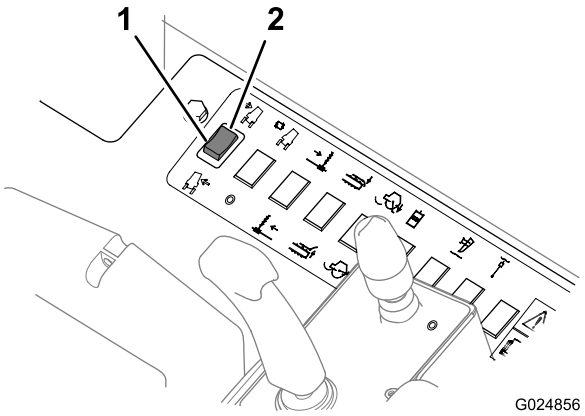

Bild 51
- Drücken Sie den oberen Teil des Schalters nach unten (Bild 51), um die Maschine nach rechts für das schräge Terrain zu kippen.
- Drücken Sie den unteren oberen Teil des Schalters nach unten (Bild 51), um die Maschine nach rechts für das schräge Terrain zu kippen.